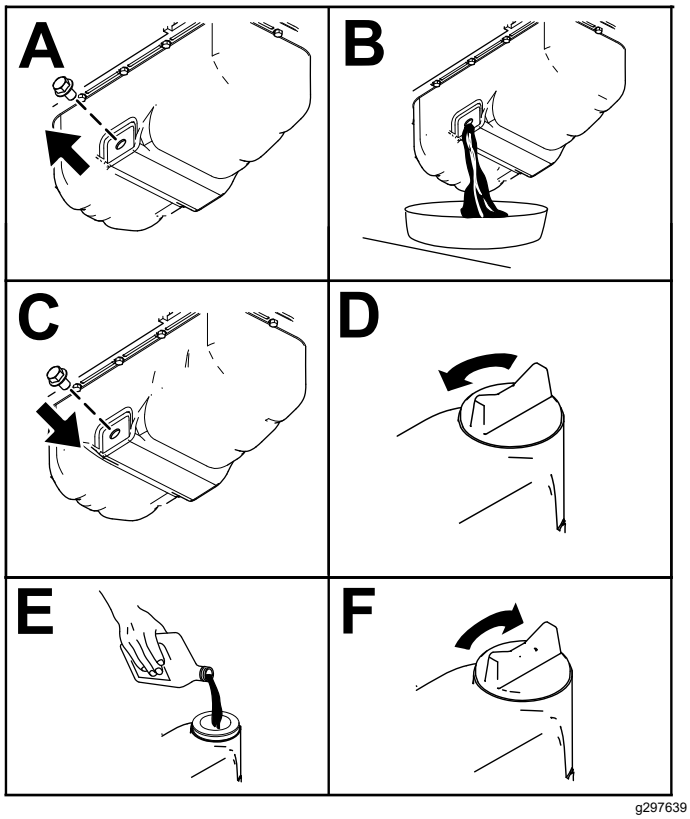

Figura 53
3. Cambie el aceite del motor, según se muestra en la Figura 53.